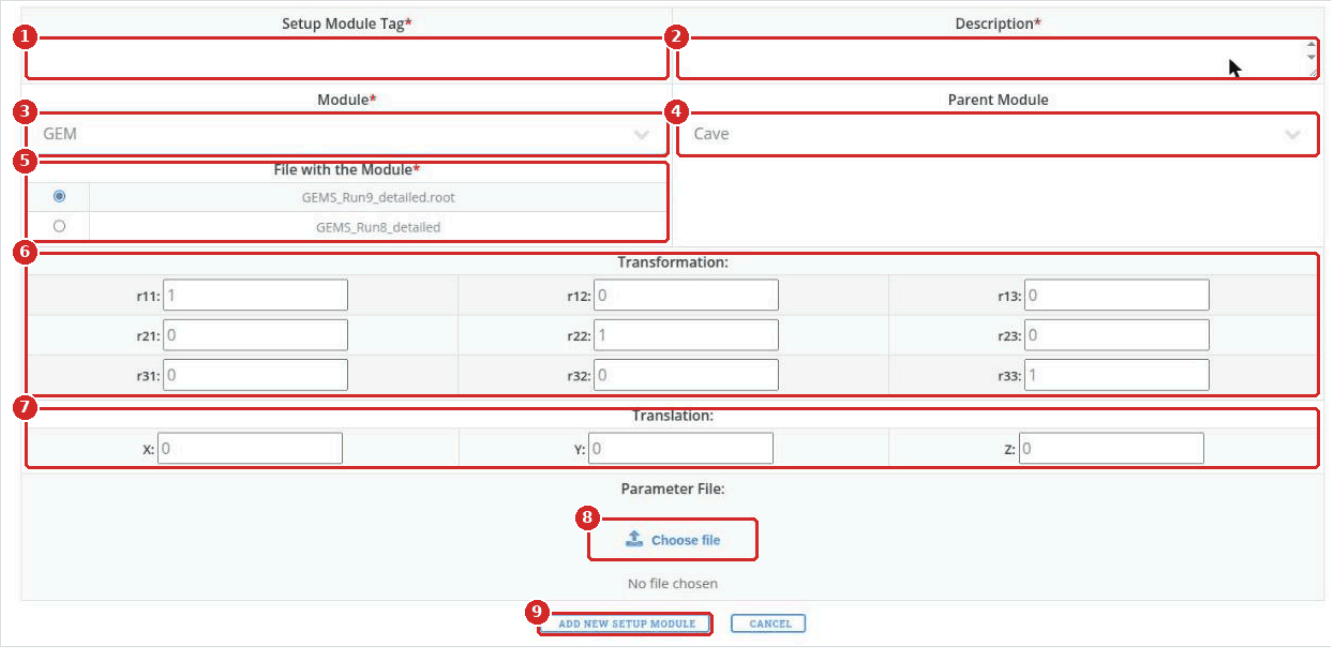

Рисунок 25. Форма CREATE NEW SETUP MODULE после выбора модуля `GEM`
3. Заполните форму (рисунок 25):
- **Setup Module Tag** (1): название этого размещения. По нему пользователи ссылаются на модуль в файлах локальной настройки (8.3).
- **Description** (2): для чего это размещение и чем оно отличается от предыдущего, например «FD for Run 9» или «TOF-400 position after XY alignment».
- **Module** (3): выберите детектор. Следующие два поля появятся только после этого.
- **Parent Module** (4): модуль, внутри которого находится этот, по умолчанию `Cave`.
- **File with the Module** (5): отметьте файл геометрии, который нужно разместить.
- **Transformation** (6): матрица поворота, от **r11** до **r33**. Если поворот не нужен, оставьте единичную матрицу.
- **Translation** (7): сдвиг **X**, **Y**, **Z** в см в системе координат родителя. Нули оставляют положение из файла.
- **Parameter File** (8): необязательный XML-файл параметров детектора, например `GemRun9.xml`. BmnRoot читает его через `GetParameterFile()`.
4. Нажмите **ADD NEW SETUP MODULE** (9) и проверьте запись в **VIEW SETUP MODULES**.